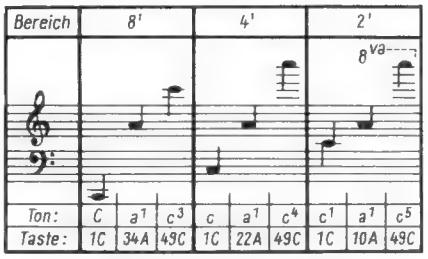

Bild 3. Tonbereiche der Philicorda
Der *Tonumfang* der 49 Tasten reicht in der normalen Spiellage, die hier – wie allgemein bei Orgeln üblich – mit 8′ (8 Fuß) bezeichnet wird, vom großen C (C) bis zum dreigestrichenen C (c^3). Diese Spiellage wird mit *Oktav-Koppel 8′* (SK 1) eingeschaltet. Es sind noch zwei weitere Oktav-Koppeln vorhanden: Bei Einschaltung des *Oktav-Koppels 4′* (SK 2) erklingen die Töne jeweils um eine Oktave höher (Tonbereich c bis c^4) und mit *Oktav-Koppel 2′* (SK 3) um zwei Oktaven höher (Tonbereich c^1 bis c^5) als beim gleichen Tastenanschlag mit 8′-Registrierung, so daß der Gesamttonbereich sechs Oktaven (C bis c^5) umfaßt. In *Bild 3* sind diese Tonbereiche in Noten dargestellt. Die Oktav-Koppeln können einzeln oder gemischt eingeschaltet werden.
Der Aufbau des Systems sichert das günstige Stromverteilungsverhältnis von $I_a/I_{g2} = 12$. Zwei Pentoden dieses Typs in AB-Gegentaktschaltung liefern bei 265 V Anodenspannung und 11,5 V Steuerspannung an Gitter 1 etwa 40 W Ausgangsleistung bei 5 % Klirrfaktor an 2,4 kΩ *(Bild 3)*. Die niedrige Ausgangsimpedanz kommt den Abmessungen des Ausgangsübertragers zugute. Die technischen Daten einschließlich der Betriebsdaten für einen AB-Verstärker mit Röhren EL 503 im Gegentakt enthält die *Tabelle*.
Bild 3. Kennlinien von zwei Endpentoden EL 503 in AB-Schaltung. N_0 = Ausgangsleistung, I_a = Anodenstrom, $U_{i\,eff}$ = Steuerspannung, I_{g2} = Schirmgitterstrom, k_{ges} = Klirrgrad